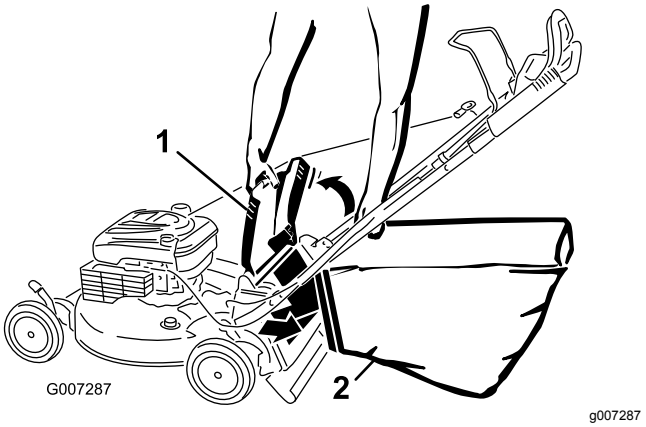

**Rysunek 24**
4. Zawieś górną przednią krawędź worka na wycięciach (Rysunek 24).